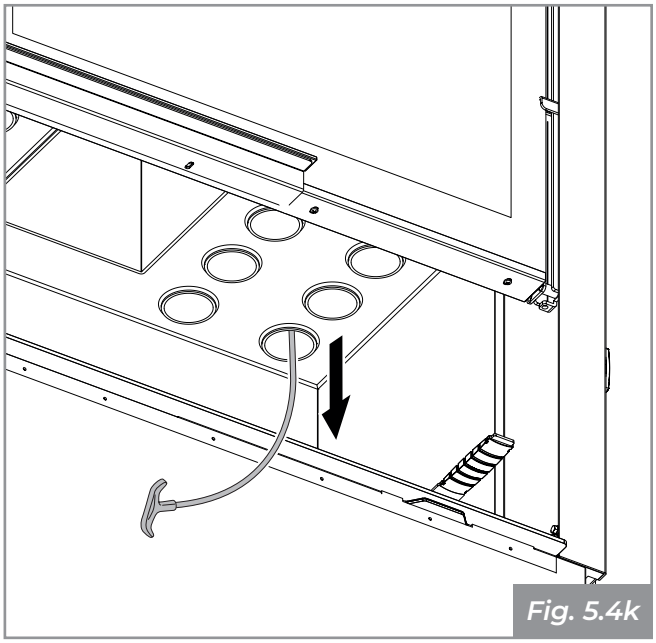

Fig. 5.4k
- Accompagnare il turbolatore nella discesa con lo scovolo in dotazione **(Fig. 5.4k)**, avendo cura di non farlo cadere all'interno della camera di combustione;